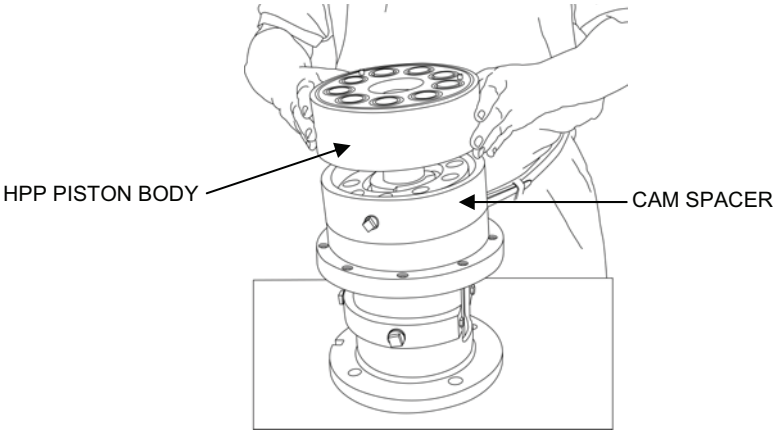

Figure 5. Piston Body Removal.
j. Remove the body (see Figure 5).